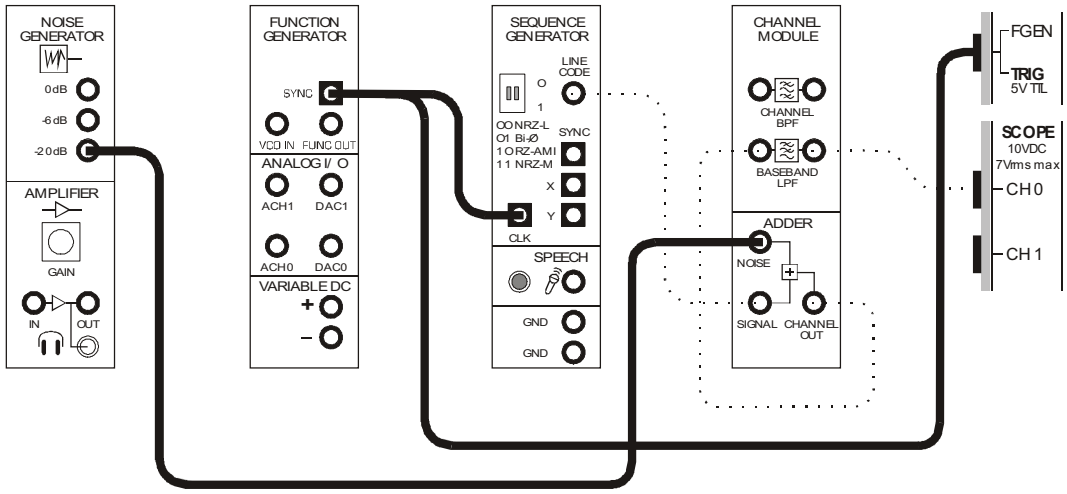

Figure 6
46. Modify the set-up as shown in Figure 6 below.